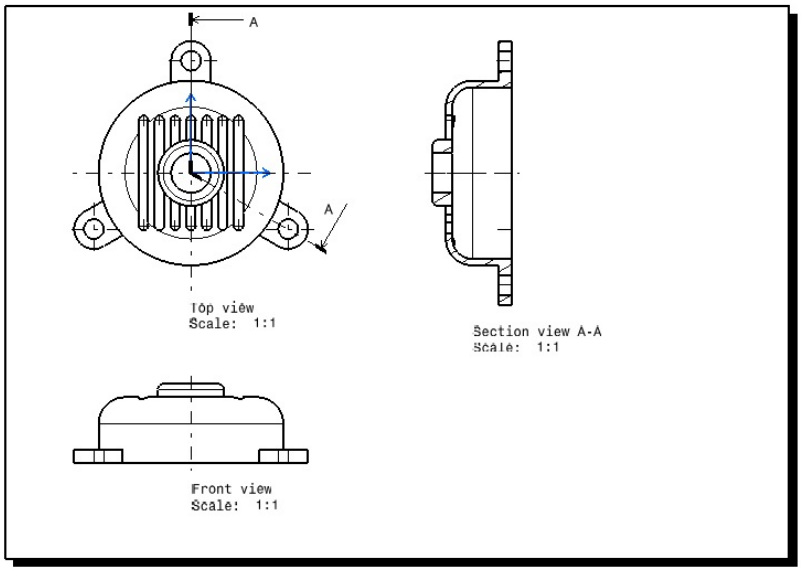

Figure 13-51 *The drawing sheet after generating the aligned section view*
4. Move the cursor to the right of the top view, refer to Figure 13-51.
The drawing sheet after generating the aligned section view is shown in Figure 13-51.